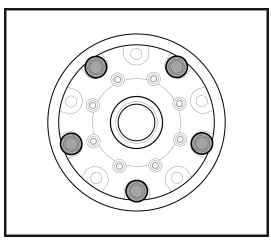

Рис. 17
- *Предварительно вкрутите **пять** болтов и затяните их до плотного прилегания шестерни к корпусу, без фиксатора резьбы и без достижения окончательного момента затяжки. Отметьте маркером каждый предварительно вкрученный болт. На следующем шаге эти болты потребуется выкрутить. (**Рис. 17**)*